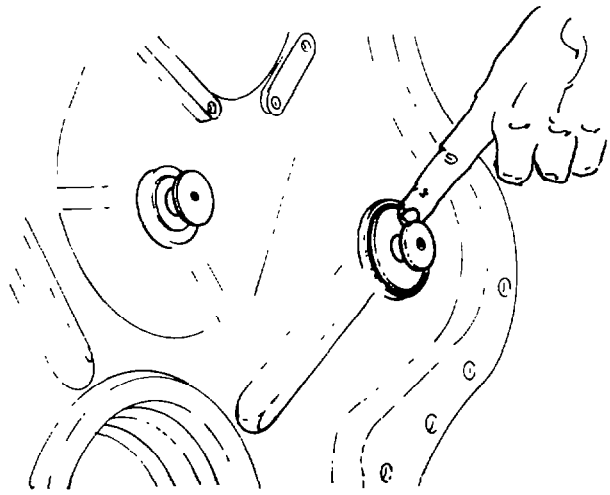

Fig. 87 — Installing Thrust Buttons
b. Fit the thrust buttons for the camshaft and auxiliary shaft to the inside of the cover; fit the adjusting bolts and locknuts to the buttons, then adjust the buttons to the fully retracted position so that the buttons butt against the inside of the cover (see fig. 87).